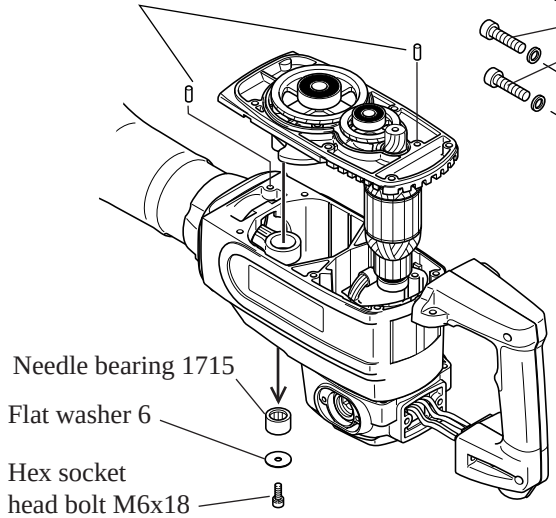

Fig. 13
(3) Take off hex socket head bolt M6x16, flat washer 6 and needle bearing 1715. Then, gear housing (including helical gear 57, helical gear 34, crank shaft armature etc,) can be separated from crank housing. See Fig. 13.